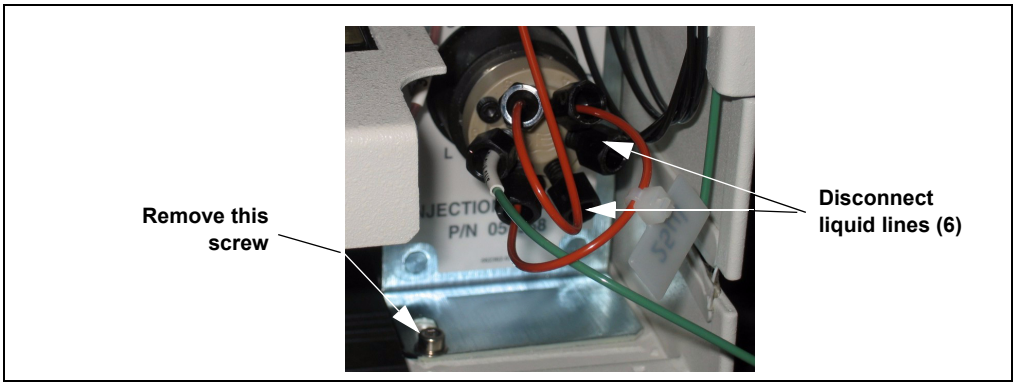
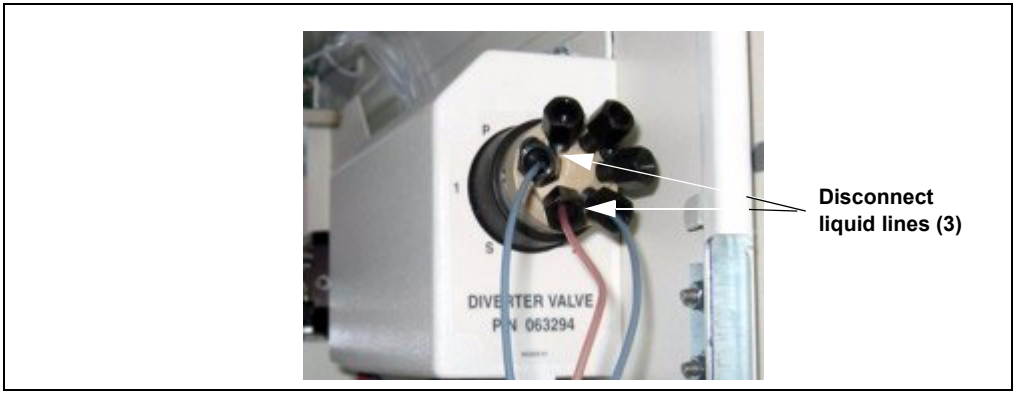

Figure 5-36. Injection Valve Installed in the Autosampler Compartment
Figure 5-37. Diverter Valve Plumbing Connections
2. Disconnect each liquid line connected to the injection valve (see Figure 5-36) or diverter valve (see Figure 5-37).
b. Using an Allen wrench, remove the screw on the bracket that attaches the injection valve to the AS compartment (see Figure 5-37).
6. Reconnect all liquid lines to the valve. Refer to Figure 5-36 for the valve flow schematic.